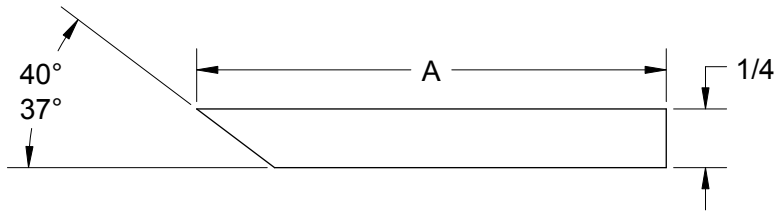

Figure 2
d) Lay the knife down on the knife shelf. Insure the knife is installed with the **cutting angle edge facing down** as shown in Figure 2. Loosely install the four knife clamps with the eight knife mounting bolts. Tighten the mounting bolts just enough to hold the knife in position while still allowing it to be moved.